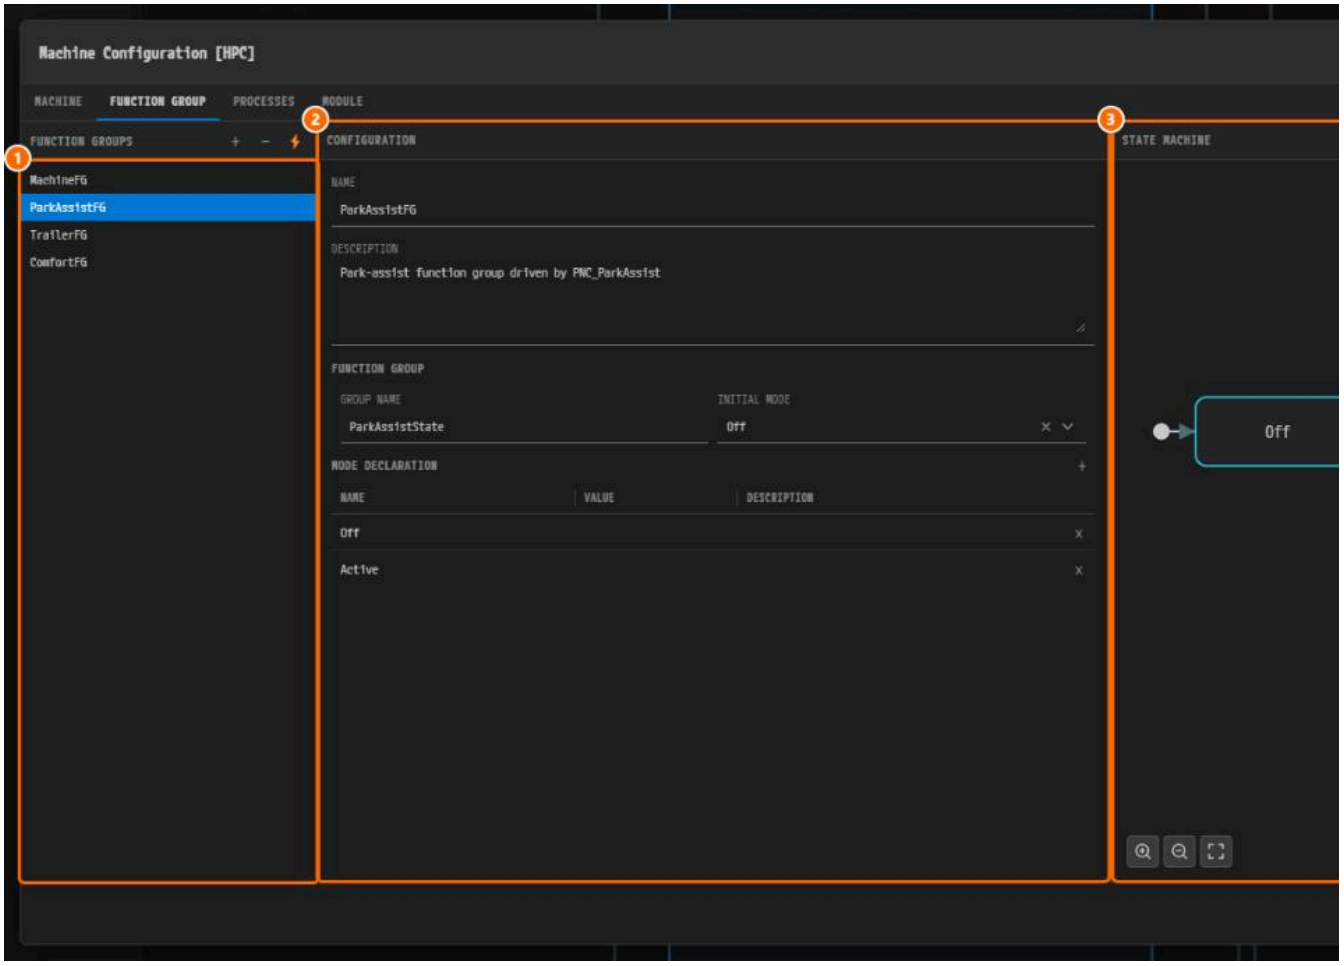

*Figure 9-9. ① The four FunctionGroups, ② **CONFIGURATION** of `ParkAssistFG`, ③ **STATE MACHINE**.*
3. Click `ParkAssistFG` and compare with Figure 9-9.